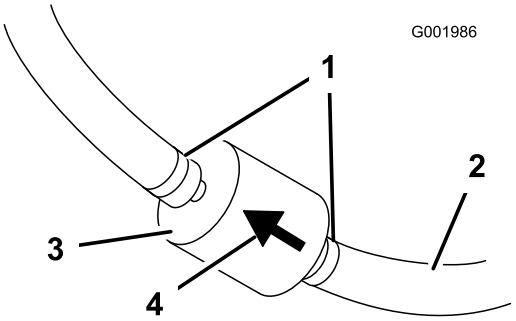

Figur 55
5. Klem slangeklemmernes ender sammen, og skub dem væk fra filteret (Figur 55).